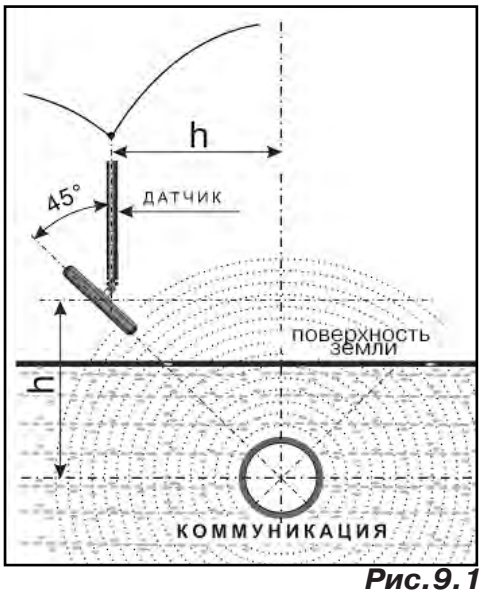

Рис.9.1
2. При положении антенны ЭМД перпендикулярном трассе и под углом 45^0 к поверхности земли, *минимум сигнала наблюдается на удалении от точки «над трассой», равном глубине залегания коммуникации*, когда ось антенны пересекает ось трассы. Это косвенный метод измерения глубины залегания коммуникации (рис.9.1).